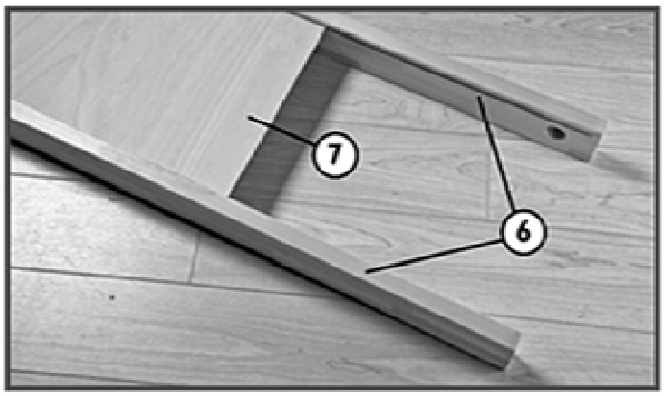

Fig. 2
2. Schieben Sie den Regalboden (7) in die beiden Querbalken (6) (Abbildung 2)